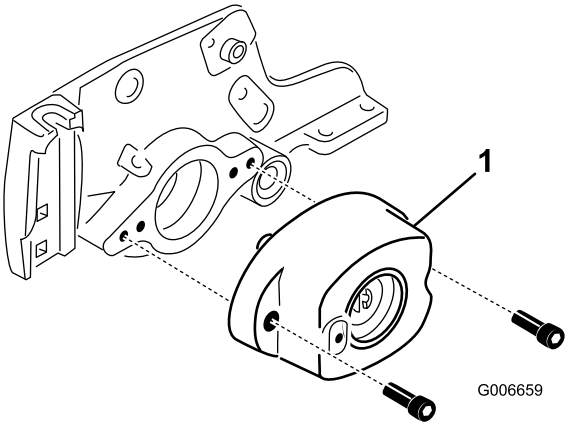

Figur 18
10. Fjern de to skruene som fester lagerhuset til klippeenhetens sideplate (Figur 18).
11. Fjern lagerhuset fra sideplate (Figur 18).